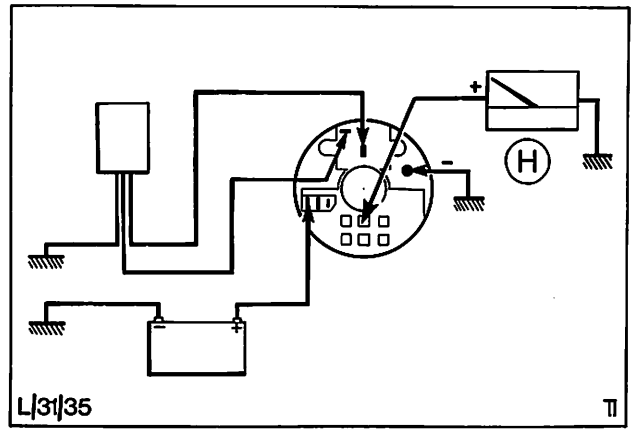

Abb. 71 Spannung der Ständerwicklung prüfen
4. Zündung ausschalten. Spannung an einer Phase der Ständerwicklung prüfen. Voltmeter zwischen Ständerwicklung und Masse sowie zwischen Ständerwicklung und Plus-Anschluß anschließen, dabei auf richtige Polarität achten, Abb. 71. Eine Anzeige am Voltmeter deutet auf eine kurzgeschlossene Plus-Gleichrichterdiode hin.